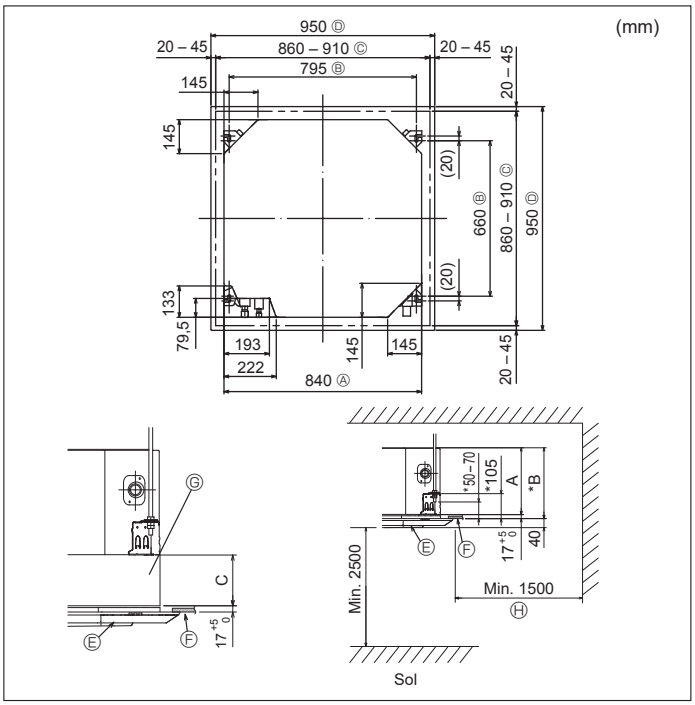

Fig. 3-2
3.2. Ouvertures dans le plafond et emplacement des boulons de suspension (Fig. 3-2)
* Les dimensions de l'ouverture dans le plafond peuvent être définies au sein de la plage indiquée dans la Fig. 3-2 ; centrer l'appareil principal par rapport à l'ouverture dans le plafond, en veillant à la symétrie de chaque côté par rapport à l'orifice.